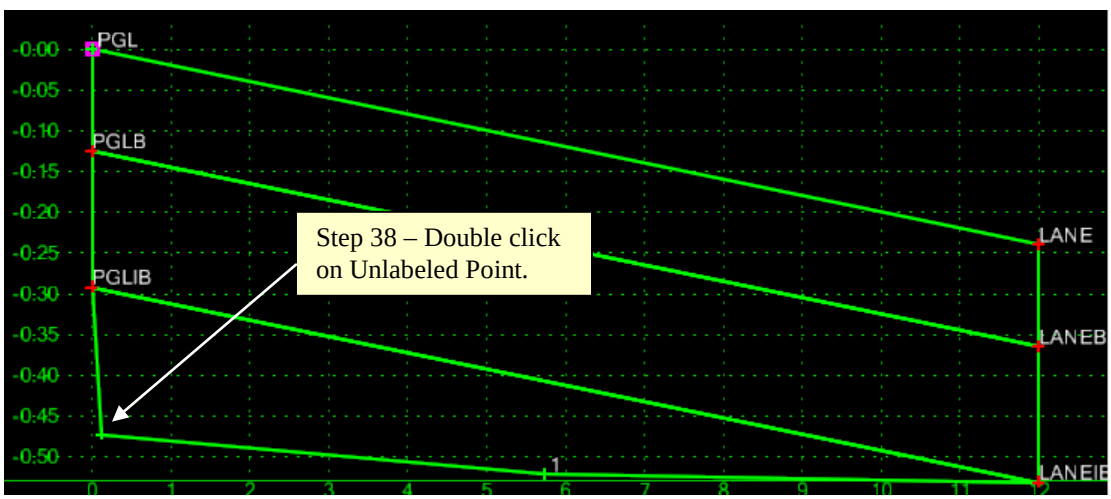

Figure L7-30 Create Template Grid
• Double click on the **Unlabeled Point** identified in *Figure L7-30*. The **Point Properties** dialog will open. Notice in the **Point Properties** dialog, the **Constraints** section contains no constraints. This is the result of placing the Component as an **Unconstrained Component**. Constraints can still be added to make the Component look or behave as you need.